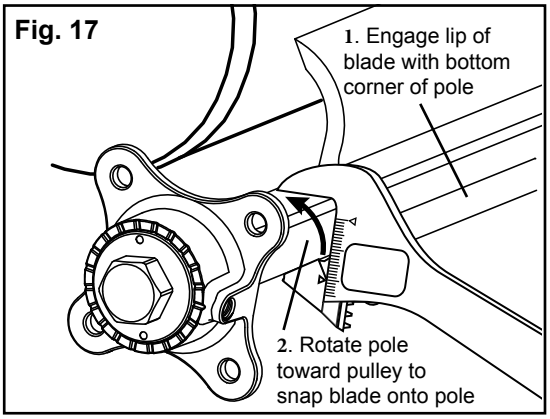

Fig. 17
3. Catch bottom lip of blade on lower front edge of belt cleaner pole (Fig. 17).